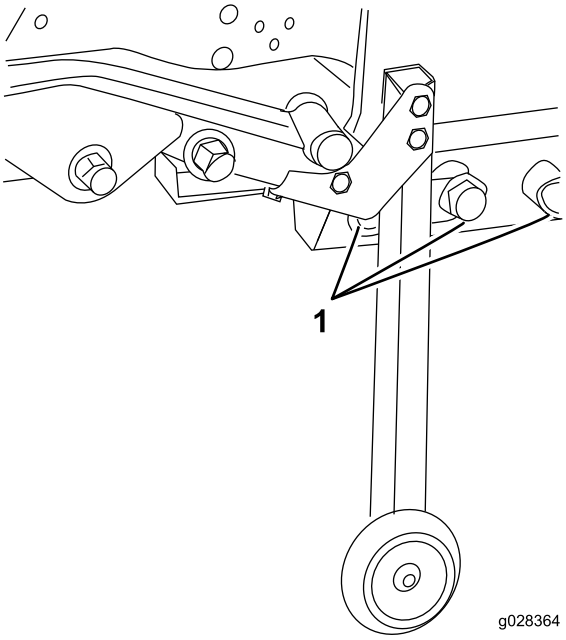

**Rysunek 101**
23. Ostrożnie zdemontuj śruby (3/4 cala), podkładki i nakrętki mocujące ramę podwozia do ramy tylnej (trzy po lewej stronie i dwie po prawej stronie) (Rysunek 101).